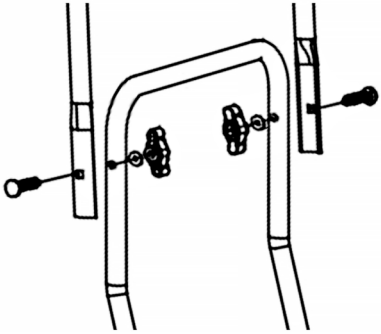

Рис. 6 Установка верхней части рабочей рукоятки
5. Установите верхнюю часть рукоятки. Совместите отверстия в верхней и нижней части рукояток и закрепите верхнюю часть рабочей рукоятки на нижней с помощью болтов и гаек, как показано на Рис. 6.